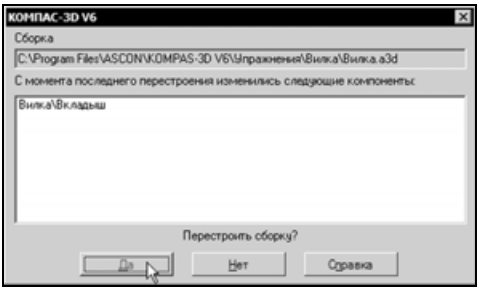

Рис. 7.102
- На экране последнее останется окно сборки **Вилка**. Закройте его и нажмите **Да** в ответ на запрос системы (рис. 7.102). Изменение подсборки **Вкладыш** в сборке **Вилка** выполнено.